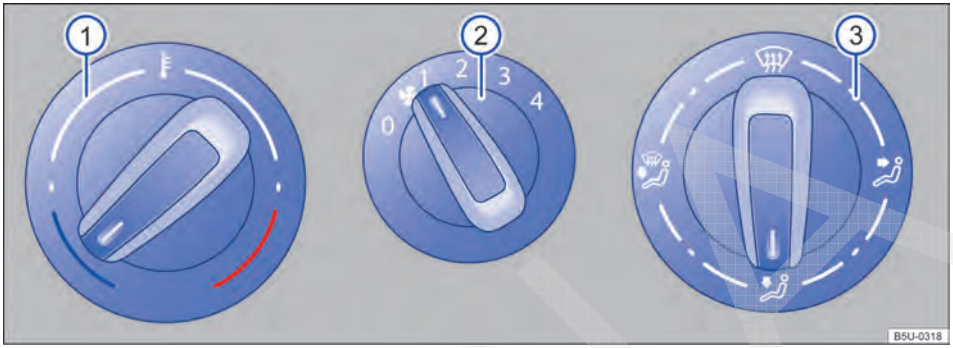
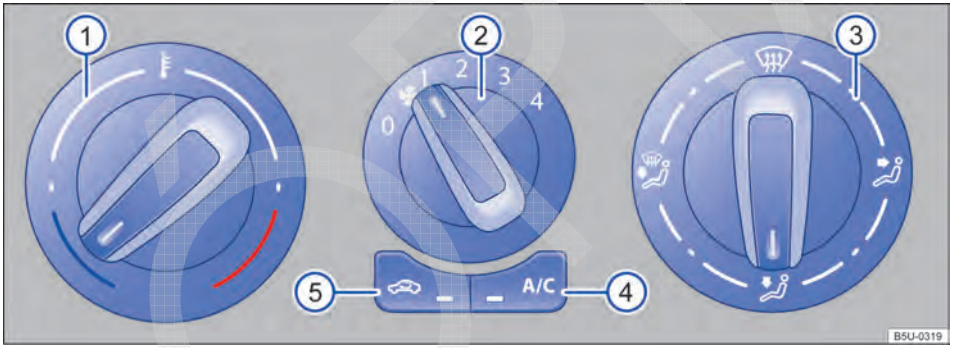

Fig. 115 Comandos do sistema de ventilação e aquecimento.
Fig. 116 Comandos do ar-condicionado.
Comandos	Informações complementares do sistema de ventilação e aquecimento → Fig. 115 e ar-condicionado → Fig. 116.
– Em veículos com sistema de aquecimento, girar o botão da temperatura → Fig. 115 ① totalmente para a direita, para a posição máxima de aquecimento.
– Girar o botão de distribuição de ar ③ para a posição .
– Girar o botão do ventilador ② para o nível 3 ou 4.
- Girar o botão da distribuição de ar → Fig. 116 ③ para a posição , nesta posição o modo de recirculação de ar é automaticamente desligado.
- Girar o botão do ventilador ② no nível 3 ou 4.
- Girar o botão da temperatura ① para a posição desejada.